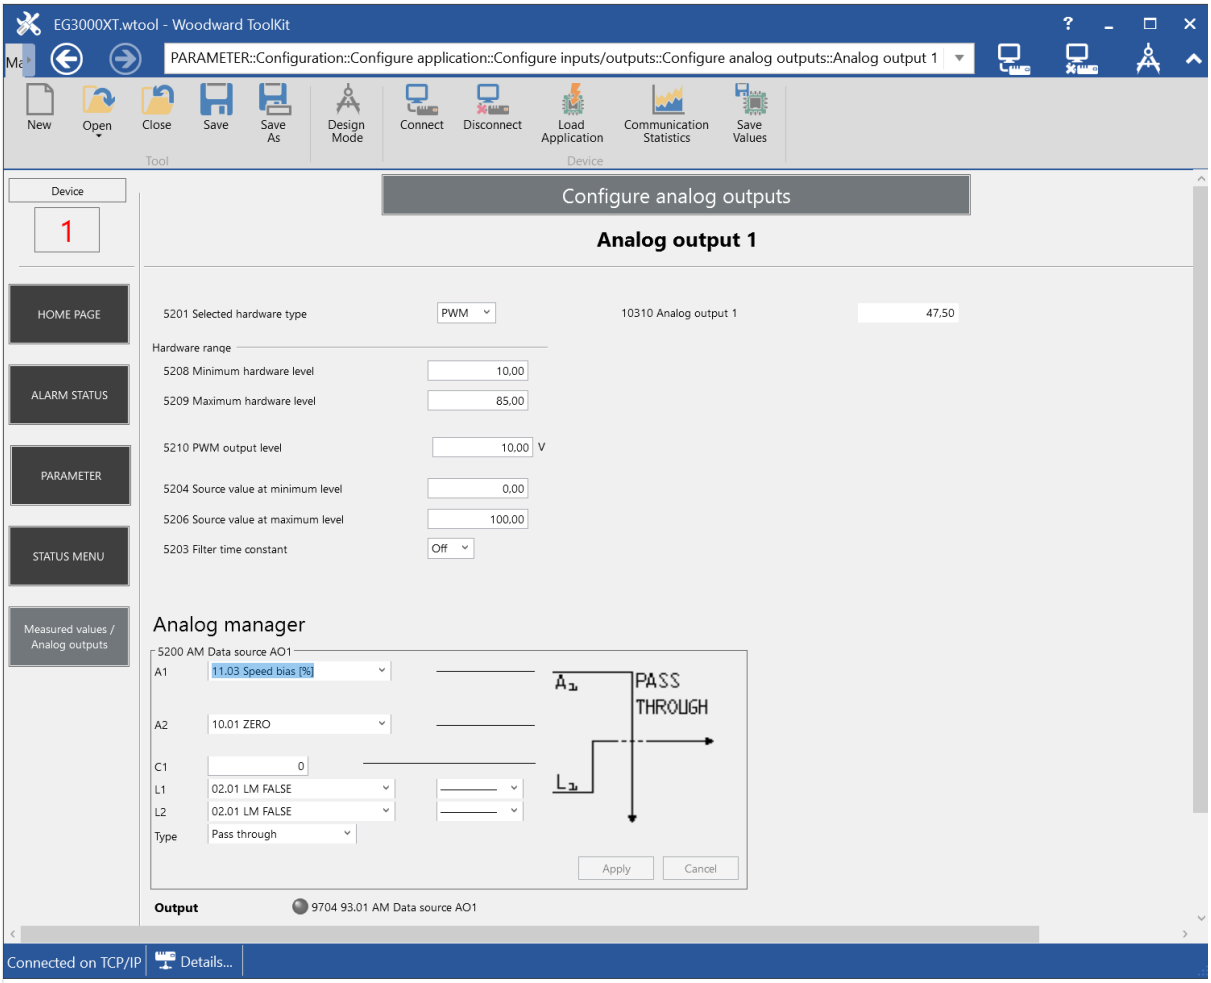

Fig. 259: PWM duty cycle for a CAT ADEM controller (example ToolKit)
▶ The finished configuration in ToolKit is shown in (Fig. 259).